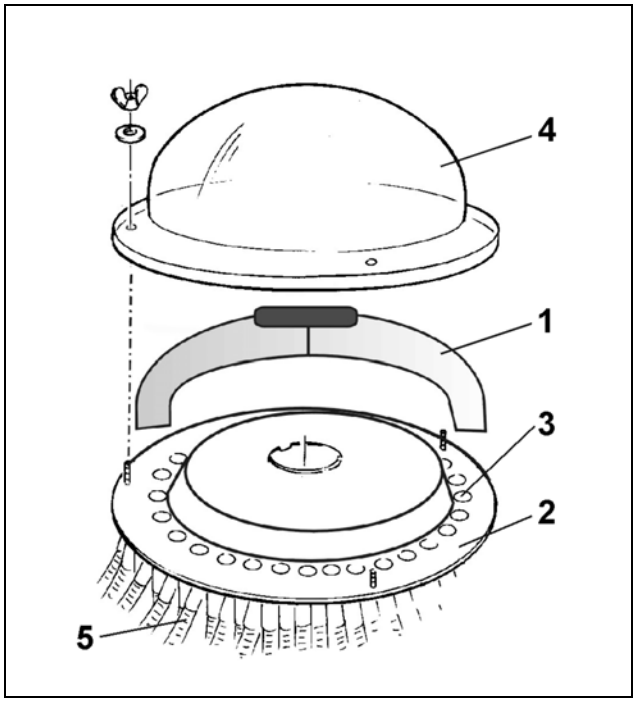
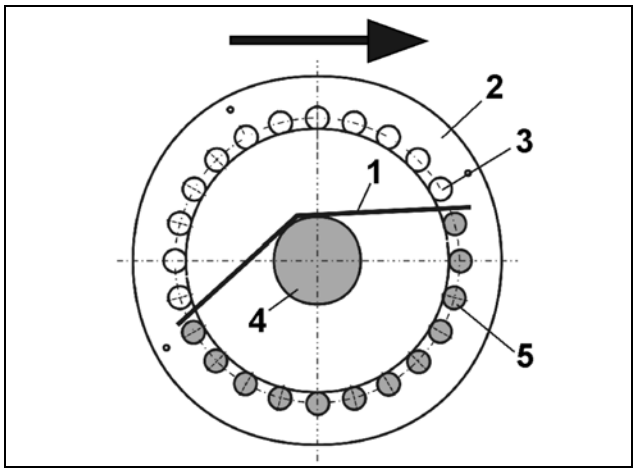

図 68
図 69
分配ヘッダー流出口の片側閉鎖仕切り（図 68/1）により、種子の流れが全流出口（図 68/3）の半分になり、全コールタの半分に分散されます。必要に応じて、コールタへの種子供給が機械の右半分または左半分で中断され、機械の片側で播種が行われます。
- 分配器のフード（図 68/4）を取り外します
- 希望するだけの流出口が仕切りで閉鎖されるように、仕切り（図 68/1 または 図 69/1）を分配プレート（図 68/2 または 図 69/2）の上に取り付けます。
- 平面図（図 69参照）において表示されているもの:
- 閉じた、斜線が引かれていない流出口（図 69/3）、波形管（図 69/4）とは仕切られている
- 開いた、斜線が引かれている流出口（図 69/5）、波形管（図 69/4）に面している
- 仕切りによりコールタへの種子の流出が希望通りに閉鎖されているか、いずれにしても種子用ラインホース（図 68/5）の流れから確認してください。
- 後の操作の際、分配プレートの仕切りの位置を素早く見つけることができるように、適したペンで分配プレート（図 69/2）の仕切りの位置に印を付けてください。
- 分配器のフード（図 68/4）を固定します。分配器のフードが固定されると、仕切り（図 68/1）がクランプされます。